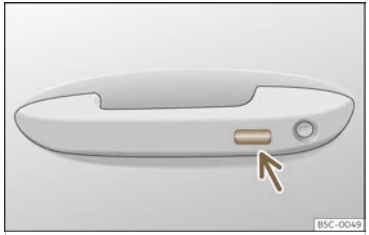

Fig. 91 Door handle: sensor surface.
- **OR:** using the Keyless Access system (only locking): Press and hold the locking sensor surface ››› **Fig. 91** (arrow) on the door handle for several seconds to close the windows and the sunroof. If you stop touching the sensing surface, the closing function is interrupted.
Press and hold the locking sensor surface ››› Fig. 91 (arrow) on the door handle to close the sunroof. If you stop touching the sensing surface, the closing function is interrupted.